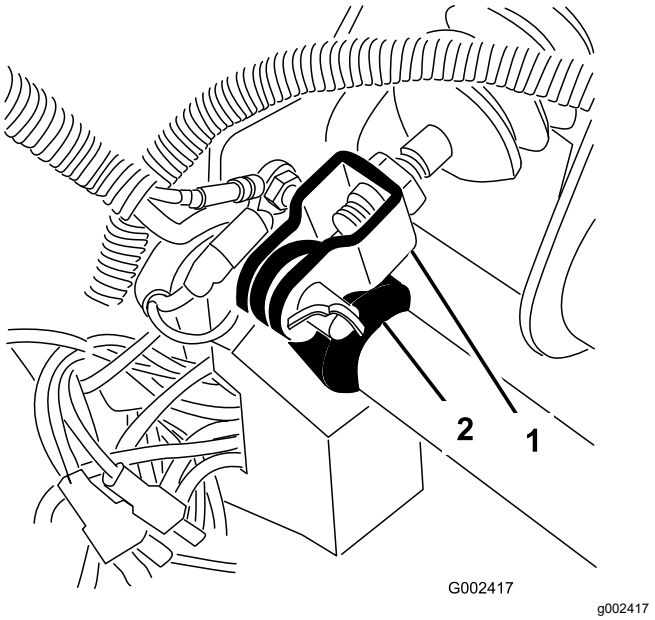

Figur 61
1. Fjern splinten og splittpinnene som fester hovedsylinderkrysshodet til bremsepedaltappen (Figur 61).